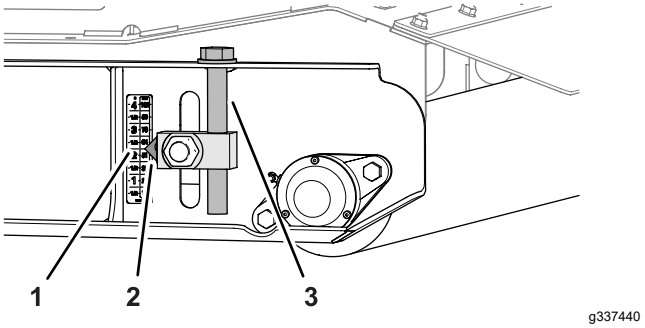

Figur 83
5. Höj vänster respektive höger klipphöjdsjusterare till markeringen 57 mm på dekalen (Figur 83).